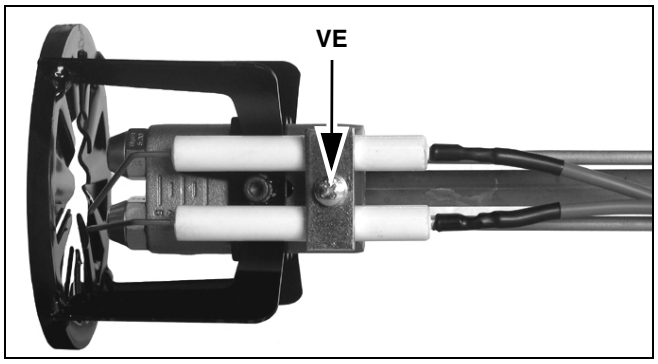
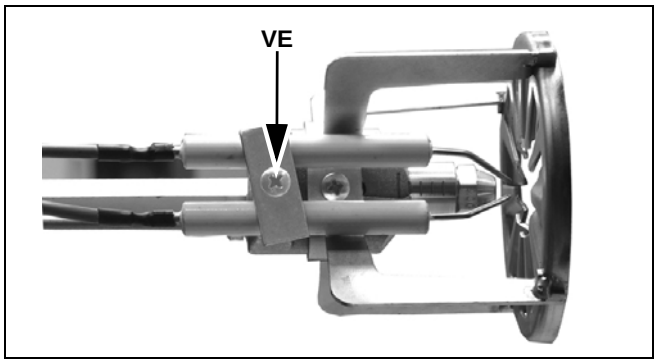

Fig. 47 - **Double-stage burner**
Fig. 48 - **Single-stage burner**
- Withdraw the screw **VE** and remove the electrodes from the support (Fig. 47 - Fig. 48).